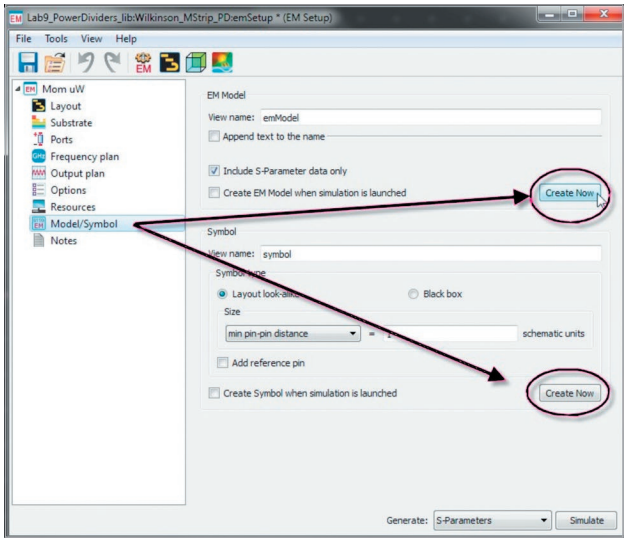

Рис. 175
- Задайте нову підкладку або використовуйте ту, яка була задана раніше у вправі з Т-подібним дільником потужності. Задайте співпування частоти від 2.5 до 3.5 ГГц і на опції Model/Symbol (Модель/Символ) у вікні налаштування електромагнітної симуляції натисніть кнопку **Create Now** (Створити зараз) у полях EM Model (EM модель) та Symbol (Символ) для створення контейнера даних EM моделі та символу, що імітує топологію, так щоб ми могли використовувати цей топологічний компонент для виконання спільної EM симуляції зі встановленим резистором (рис. 175). Детальний порядок дій для цього наведено в розділі, присвяченому електромагнітній симуляції.